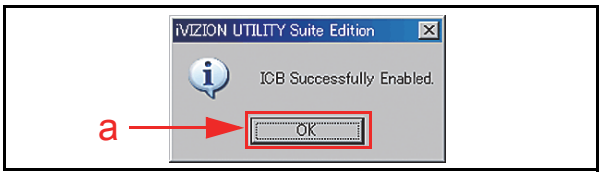

Figure 6-75 Enable Setting Completion
2. When the ICB Function is correctly enabled, the "**ICB Successfully Enabled.**" pop-up Dialog Message Window shown in Figure 6-75 will appear.
3. Mouse-click the "OK" Screen Button (See Figure 6-75 a) to accept the reported message.